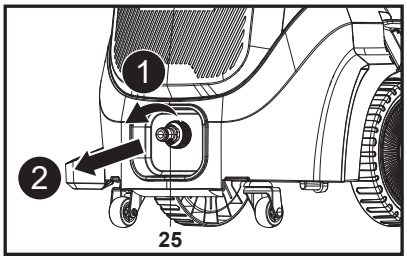

Fig. 23
1. Retire el adaptador de entrada de agua (25) del conector de entrada de agua (10) (Fig. 23).